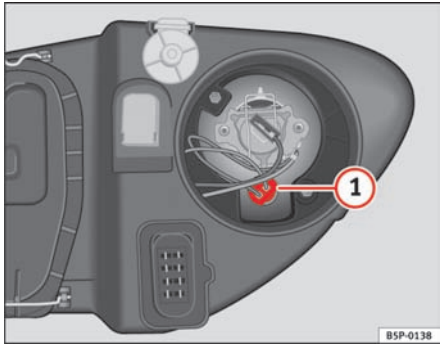

Fig. 170 Side lights
– Extract the lamp holder ⇒ fig. 170 (1) outwards.